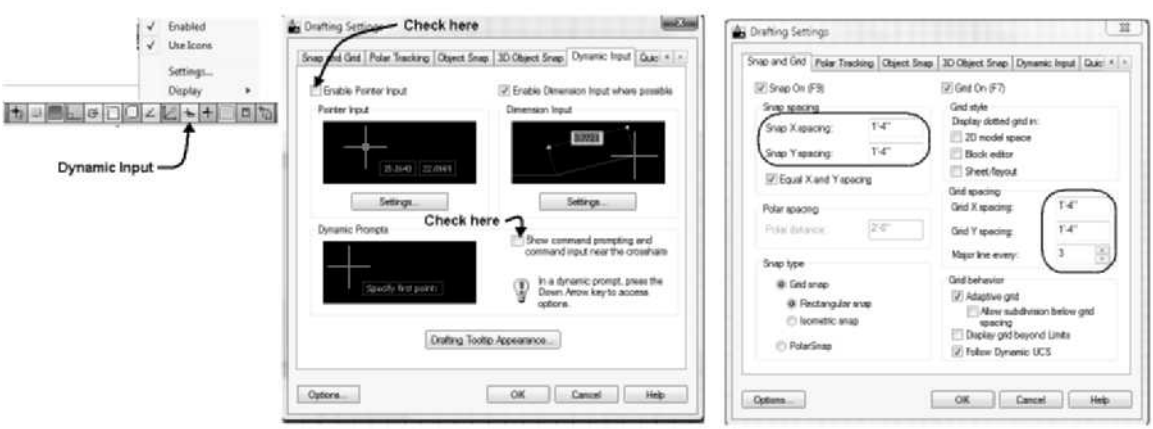

FIGURE 1.37 *Dynamic Input settings*
18. Toggle ON Snap Display, Grid Display, Polar Tracking, Object Snap, Object Snap Tracking, Dynamic Input, and Show/Hide Transparency toggles of the Application status bar as shown in Figure 1.37.
19. Verify that the Dynamic Input is toggled ON in the Application status bar as shown in Figure 1.37. Right-click over the Dynamic Input icon toggle and choose Settings to open the Drafting Settings dialog box. Check Enable Dimension Input where possible and Show command prompting and command input near crosshairs.
20. Choose the Snap and Grid tab as shown in Figure 1.37. In this step, you will set your cursor movement to intervals of 1'-4" [400] and major grid lines will be displayed every **4'-0" [1200]**. Edit Snap x spacing = **16 [400]**, Snap Y spacing = **16 [400]**, Grid X spacing = **16 [400]**, Grid Y spacing = **16 [400]**, and Major line every = **3**.